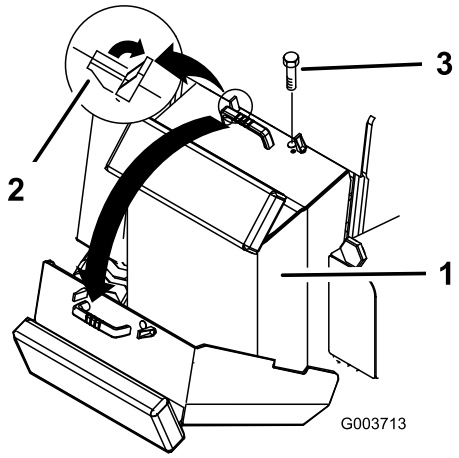

Figure 22
2. Release the two locking tabs on top of the rear access cover (Figure 22).
3. Remove the bolt located next to the right locking tab (Figure 22).
4. Grasping the handle, pull the cover up and back to swing it open (Figure 22).